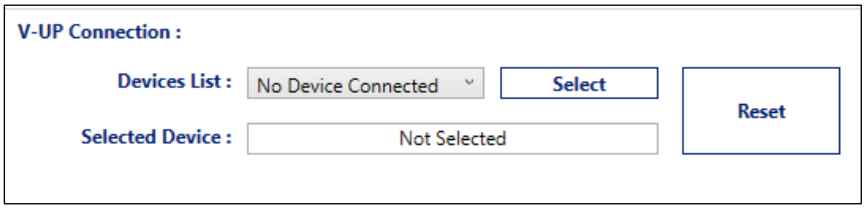

Figure 2. GRL-V-UP API Test Software Showing No Connection Establishment with Tester
2. Figure 2 below shows no connection has yet to be established with the tester.